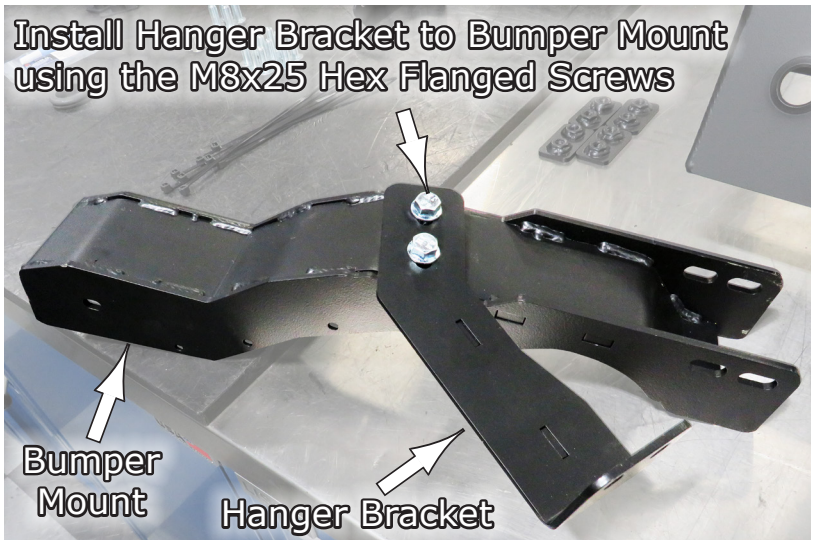
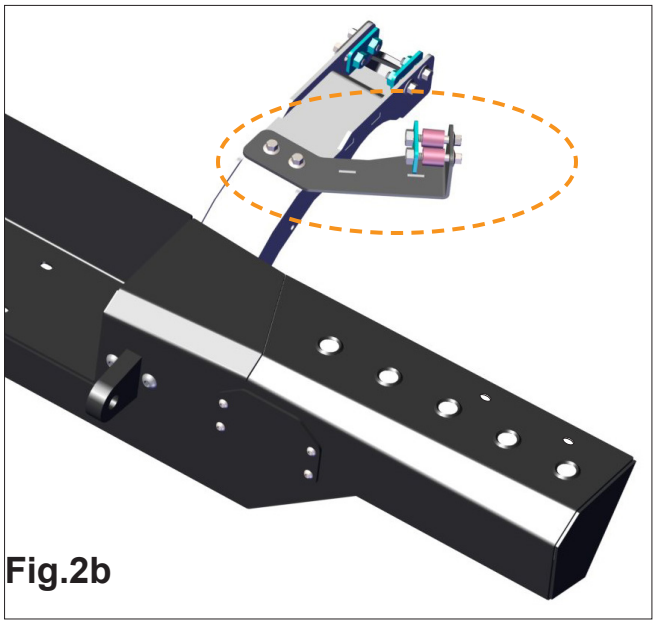

Fig.2a
Fig.2b
2.Before installing all the parts, you will need to assemble the **Hanger Brackets** to the **Bumper Mounts** using the **M8x25 Hex Flanged Screws, 18x21 Spacers** and **Small Mounting Brackets** provided in your kit. (*Leave screws loose until both assemblies are installed onto vehicle. Once both are install with the bumper, then tighten all secure*) See **Fig.2a**. **Fig.2b** shows how this assembly will be mounted with the bumper in the coming steps.